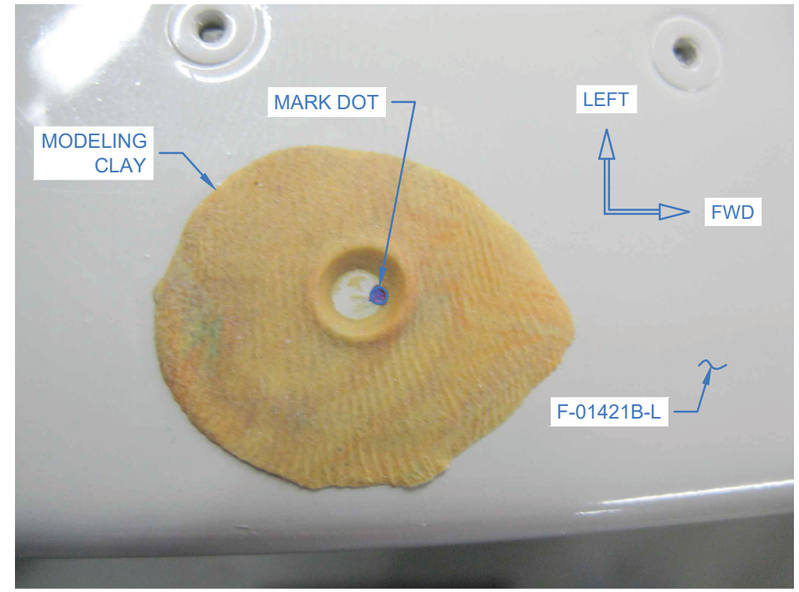

FIGURE 2: MODELING CLAY
Step 4: Mark a dot on the canopy deck at the forward edge of the depression with the tip of a fine point permanent marker. See Figure 2.